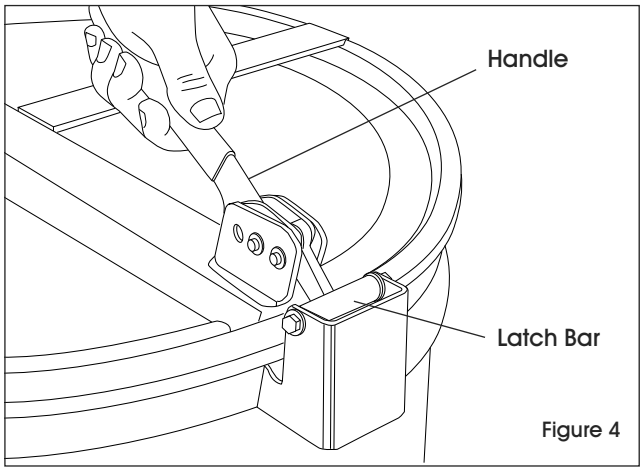

Figure 4
4. Once the ring is secured to the drum, using one hand, push down on the handle to hook the handle under the latch bar. If necessary, adjust the latch bar using a 10 mm wrench so the hook goes under the bar. (See Figure 4)